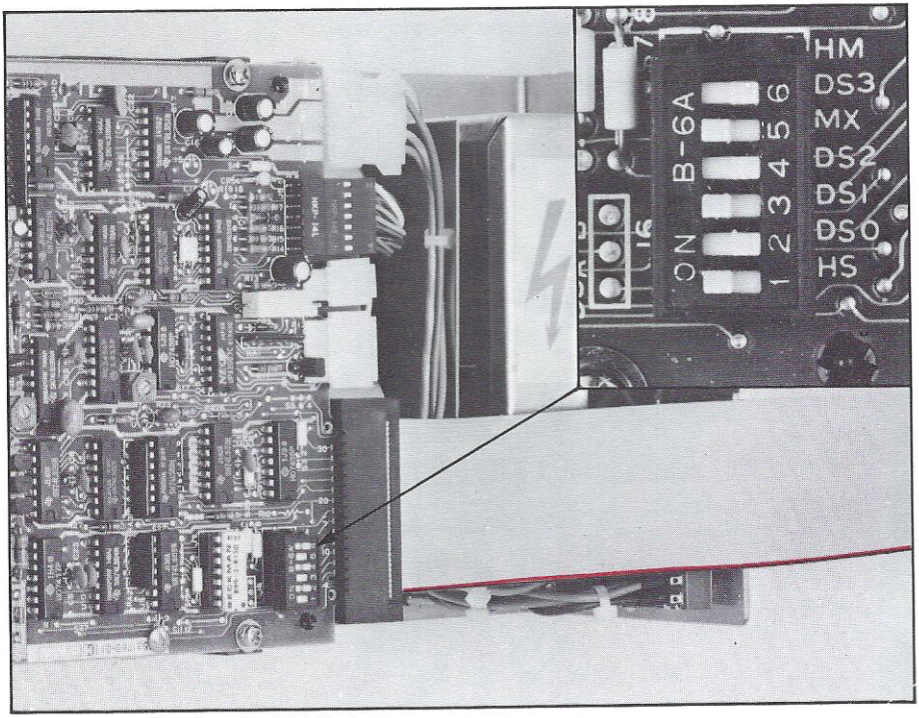

Figure 14.3. Setting the DIL Switch.
In the final example Figure 14.3, the switch settings for the full height TEAC are shown and the drive is set to be drive one. It can also be seen that the HS option is used as stated earlier, the MX switch is forward. The terminator resistor is located just in front of the switch assembly and is white in colour. This can be removed if there are other terminating resistors in the system. If you require the Head to Motor option (HM) then the DIL switch assembly is unplugged and moved one space to the left. This will allow you to then set the HM option although you will have to reset the other switches as they will no longer be in line. If you wanted the drive to be the BOOT drive or drive 0 then the following switches will be placed forward:– DSO,